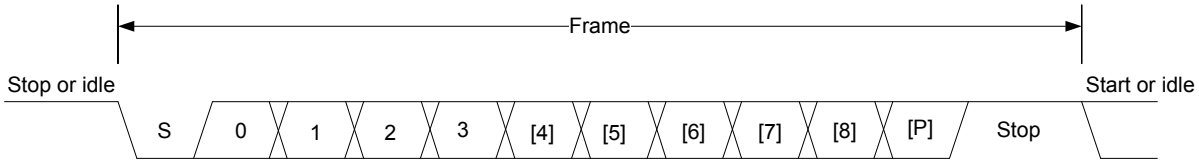

Figure 21.2. EUART Asynchronous Frame Format
The frame format used by the EUART consists of a set of data bits in addition to bits for synchronization and optionally a parity bit for error checking. A frame starts with one start-bit (S), where the line is driven low for one bit-period. This signals the start of a frame, and is used for synchronization. Following the start bit are 4 to 9 data bits and an optional parity bit. Finally, a number of stop-bits, where the line is driven high, end the frame. An example frame is shown in Figure 21.2 EUART Asynchronous Frame Format on page 603.